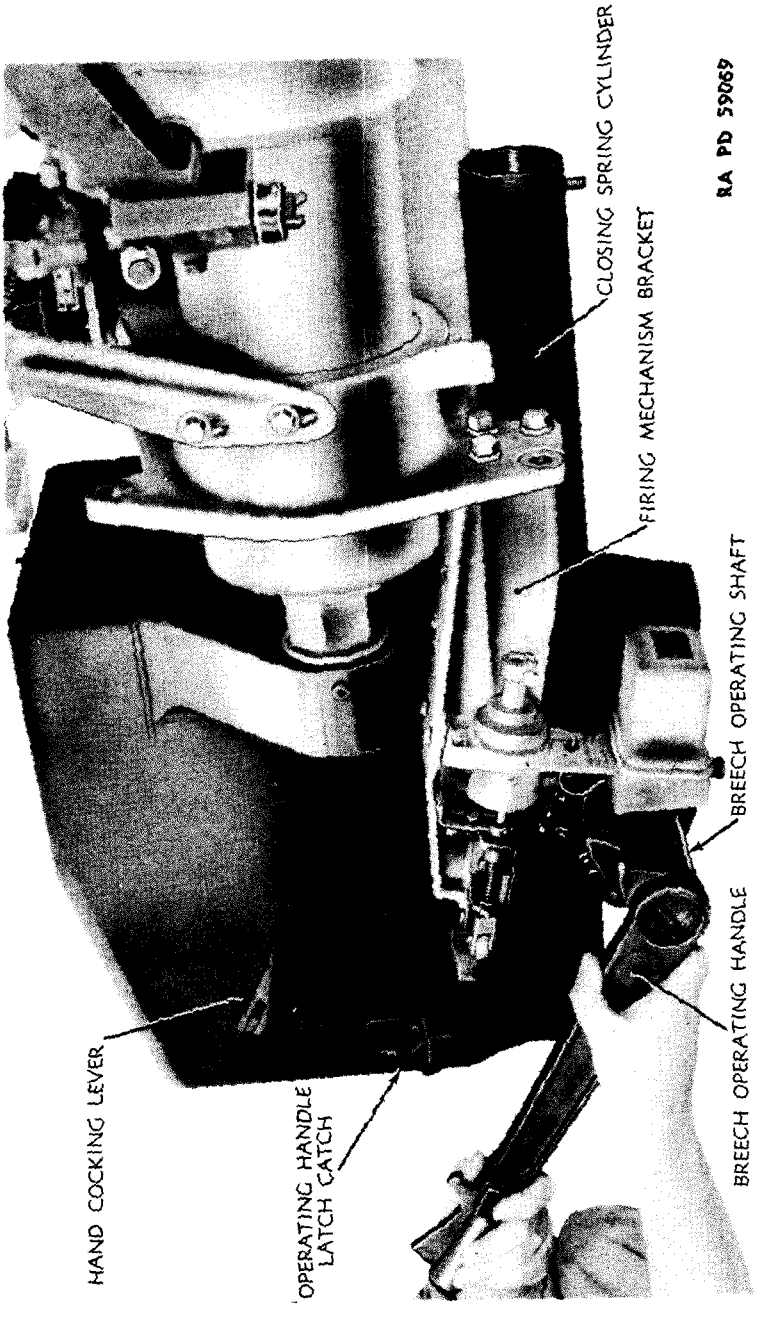

Figure 35 — Removing Breech Operating Shaft and Operating Handle
b. **Removal of Breech Operating Shaft** (fig. 35). Remove locking pin and operating crank detent from operating crank. Pull out breech operating handle and breech operating shaft from breechblock crank and operating crank. Then remove chain terminal crank.